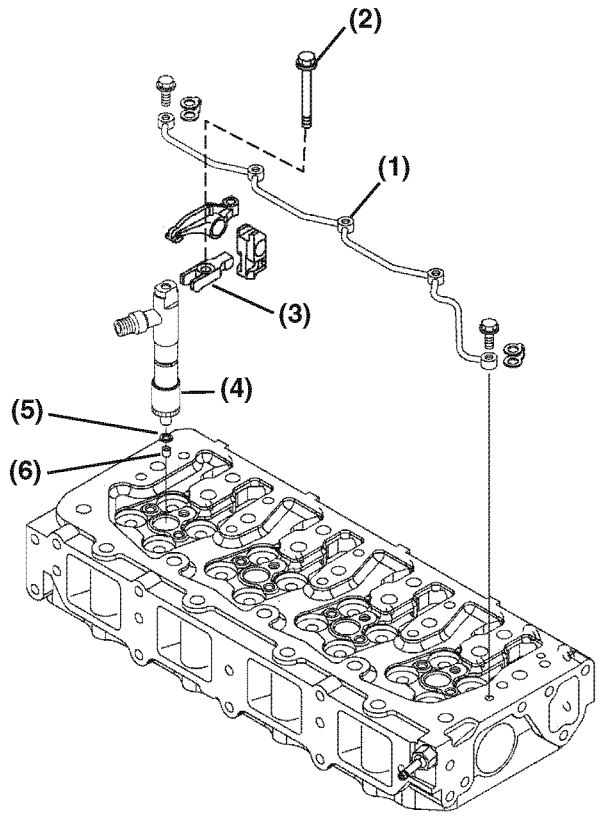

Figure 7-51
3. Remove the injector return line **(Figure 7-51, (1))**. Be careful not to bend the line.
4. Remove the fuel injector mounting clamp bolts **(Figure 7-51, (2))**. Lift the injector mounting clamps **(Figure 7-51, (3))** away from injector.
5. Remove the fuel injector **(Figure 7-51, (4))** from the cylinder head.
6. Remove the injector nozzle protector **(Figure 7-51, (5))** and seat **(Figure 7-51, (6))** from the cylinder head. Discard both items.